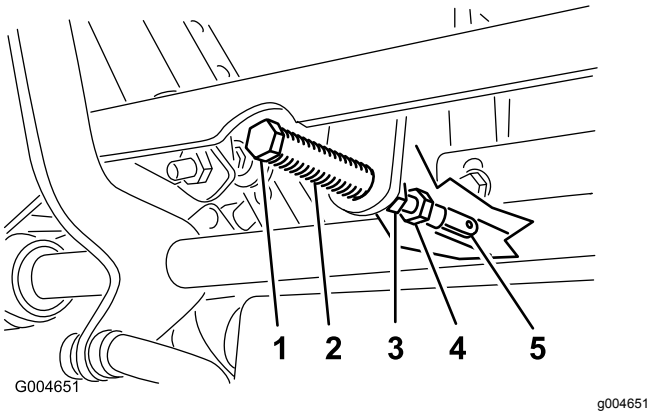

Bild 50
5. Ziehen Sie den Hebel zurück, bis der Lastösenbolzen (am Arm über der Gelenkwelle) das Schlitzende berührt (und soeben Druck auf die Feder ausübt), wie in Bild 50 abgebildet.
7. Sollte eine Einstellung erforderlich sein, lockern Sie die Mutter und die Klemmmutter gegen das Joch (Bild 50).
8. Drücken Sie den Fahrantriebshebel leicht nach hinten, drehen Sie den Kopf der Einstellschraube in die entsprechende Richtung, bis der Schaltbügel Schalthebel in der ARRETIERTEN NEUTRAL-Stellung zentriert ist (Bild 50).
9. Ziehen Sie die Mutter und die Klemmmutter an (Bild 50).
10. Ziehen Sie die Klemmmuttern an den Kugelgelenken fest (Bild 50).